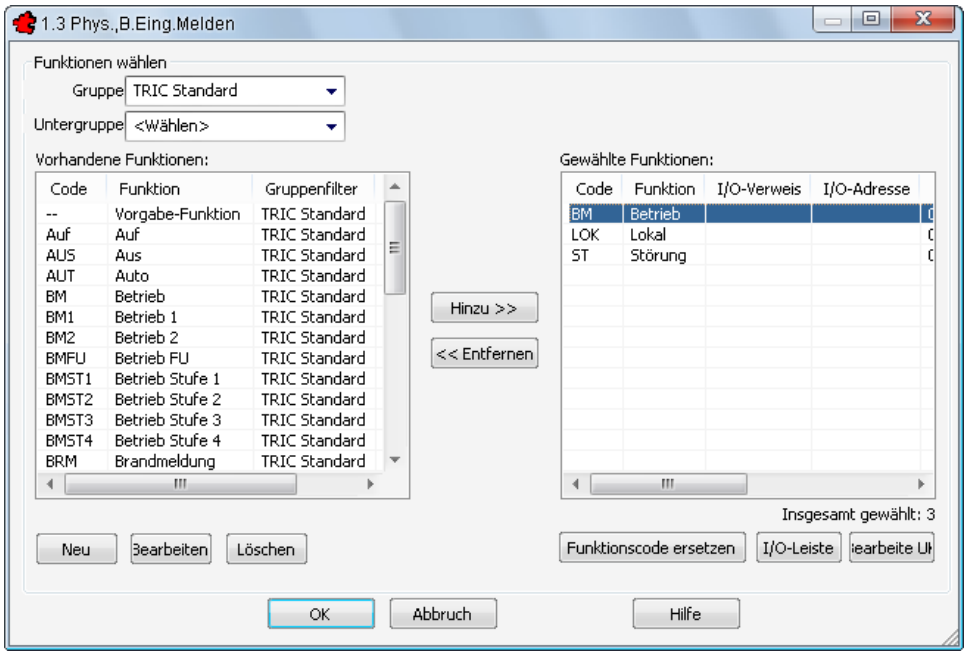

Bild 24.41 – Definition des Teilschlüssels *Funktionscode-Text* für die Spalte 1.3
- Als Funktionscode-Text wird hier allerdings jeweils der Text in der Spalte *Funktion* der Funktionscode-Dialogbox aufgeführt (vgl. Abb. 24.41).
Das Dialogfeld für die Konfiguration der Funktionscodes der betreffenden VDI-Spalte erscheint (Abb. 24.41).